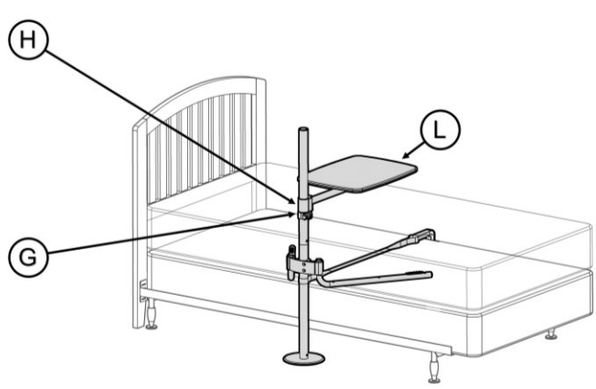

FIGURE 8
8. Place **G** on pole and set to desired height. Orient **H** with screws at bottom and place on pole. Hang **L** on **H** as shown. *FIGURE 8*